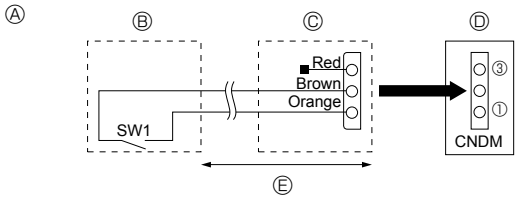

Fig. 8-1
8.1. Modo de reducción del ruido (Modificación in situ) (Fig. 8-1)